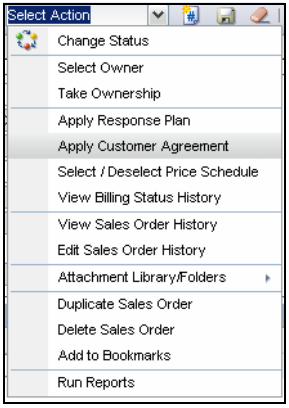

Figure 12-25 Apply customer agreement
5. Select **Action** → **Apply Customer Agreement**, as shown in Figure 12-25 on page 230.